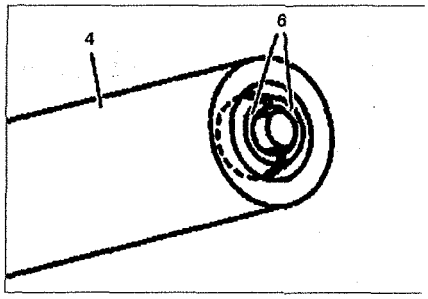

Рис. 2.40. Проверьте нахождение сухарей в патроне.
7. Проверьте нахождение сухарей **6** в патроне **4**, повторите, если необходимо, операции с **4** по **6** (см.рис. 2.40).